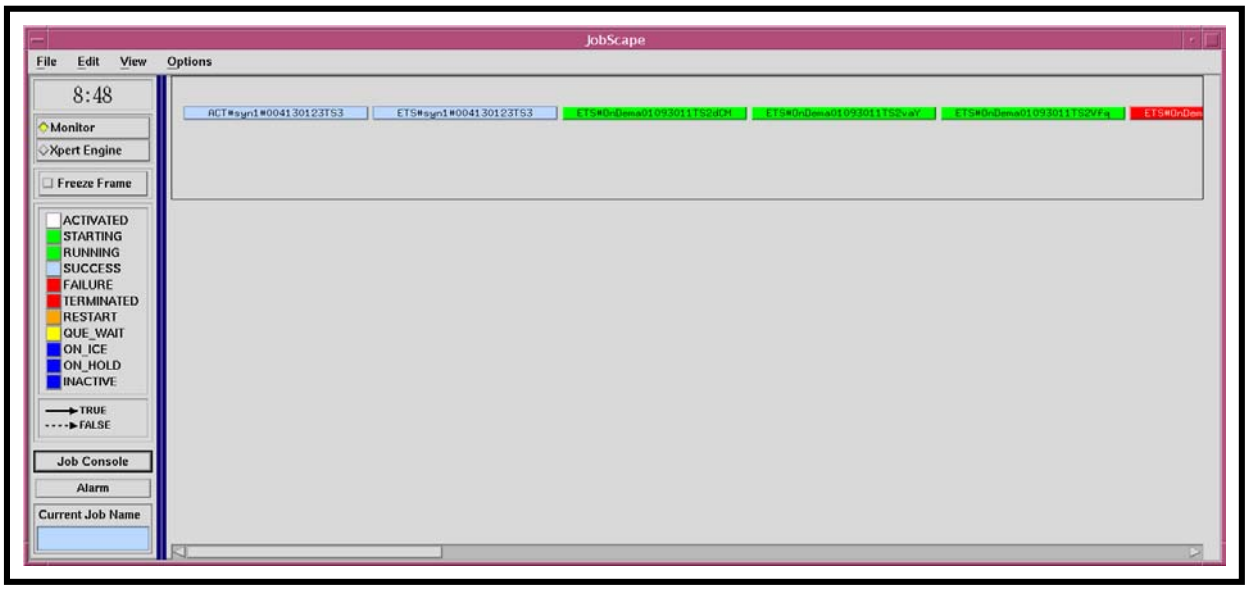

Figure 70. JobScape GUI "One Level" View
- Selecting **1** provides a display of the box level only, as shown in Figure 70.